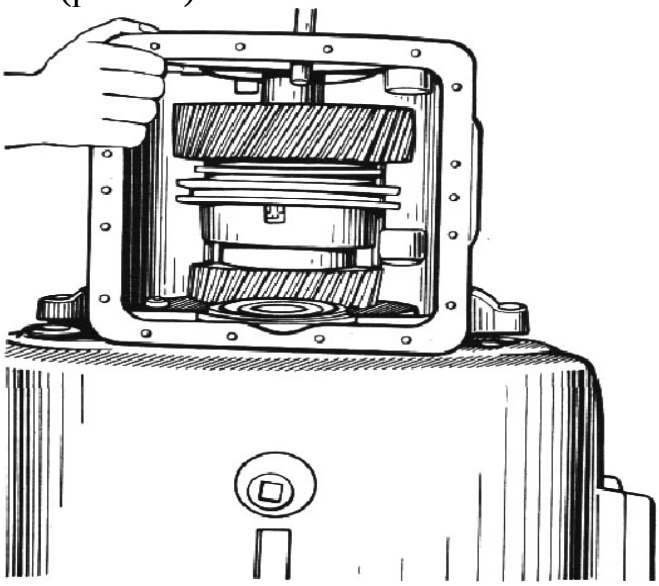

Рис. 25. Установка переднего картера на промежуточный вал
1. Смазать герметикой плоскости соединения переднего и заднего картеров, положить прокладку, надеть на промежуточный вал передний картер, одновременно установив синхронизатор 62 (см. рис. 9), опорную шайбу 88 фаской к ступице синхронизатора и шестерню 90 низшей передачи через верхний люк переднего картера на вал (рис. 25).